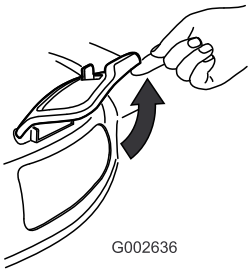

Figuur 34
2. Zet het deurtje van de zijafvoer open (Figuur 34).